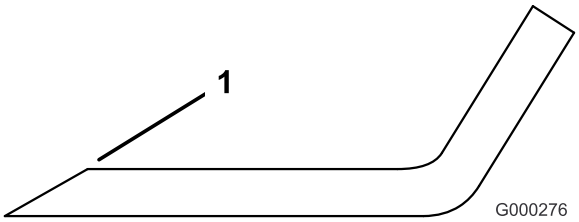

**Figur 89**
1. Slipa eggarna i båda ändar av kniven med en fil (Figur 89). Behåll ursprungsvinkeln. Kniven behåller balanseringen om samma mängd material avlägsnas från båda eggarna.